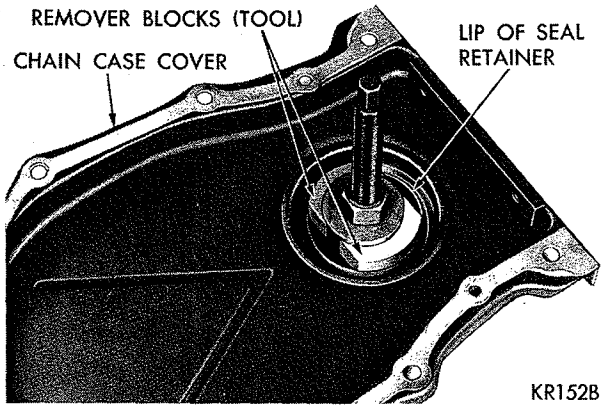
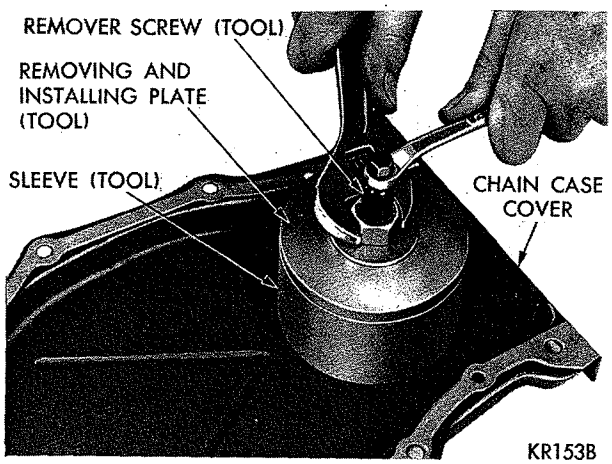

*Fig. 26—Remover Blocks Expanded to Puller Position (Tool C-3506)*
*Fig. 27—Removing Oil Seal (Tool C-3506)*
(1) Position remover screw of Tool C-3506 through case cover, inside of case cover up. Position remover blocks directly opposite each other, and force the angular lip between the neoprene and flange of seal retainer.
(2) Place washer and nut on remover screw. Tighten nut as tight as possible by hand, forcing the blocks into the gap to a point of distorting the seal retainer lip (Fig. 26). This is important, **remover is only positioned at this point.**
(3) Place sleeve over retainer and place removing and installing plate into the sleeve.
(4) Place flat washer and nut on the remover screw. Hold center screw and tighten remover nut to remove the seal (Fig. 27).